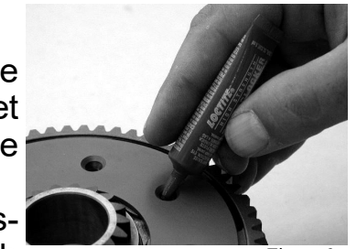

Figure 6
- Apply Red Loctite #272* generously to the cleaned screws and to the threads on the basket (Figure 6 and 7)